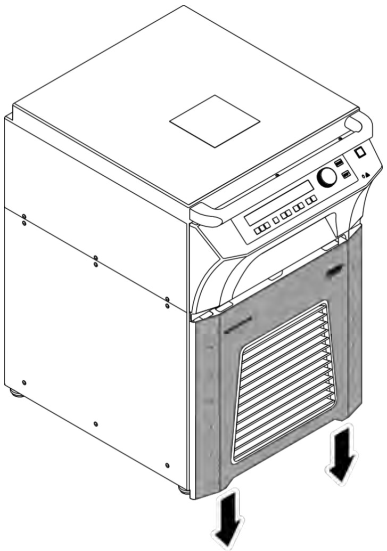

Fig. 14: Pushing the front panel downward
3. Carefully push the front panel downward by approx. 5 cm (*Fig. 14*).